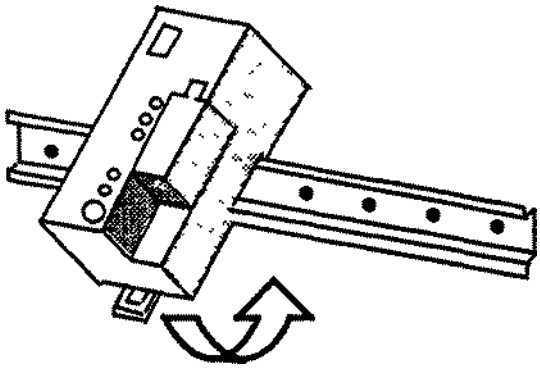

Рис. 3.2 Модуль питания защелкивается на стандартной профильной шине.
* нажимаете на модуль, пока он не защелкнется (рис. 3.2).